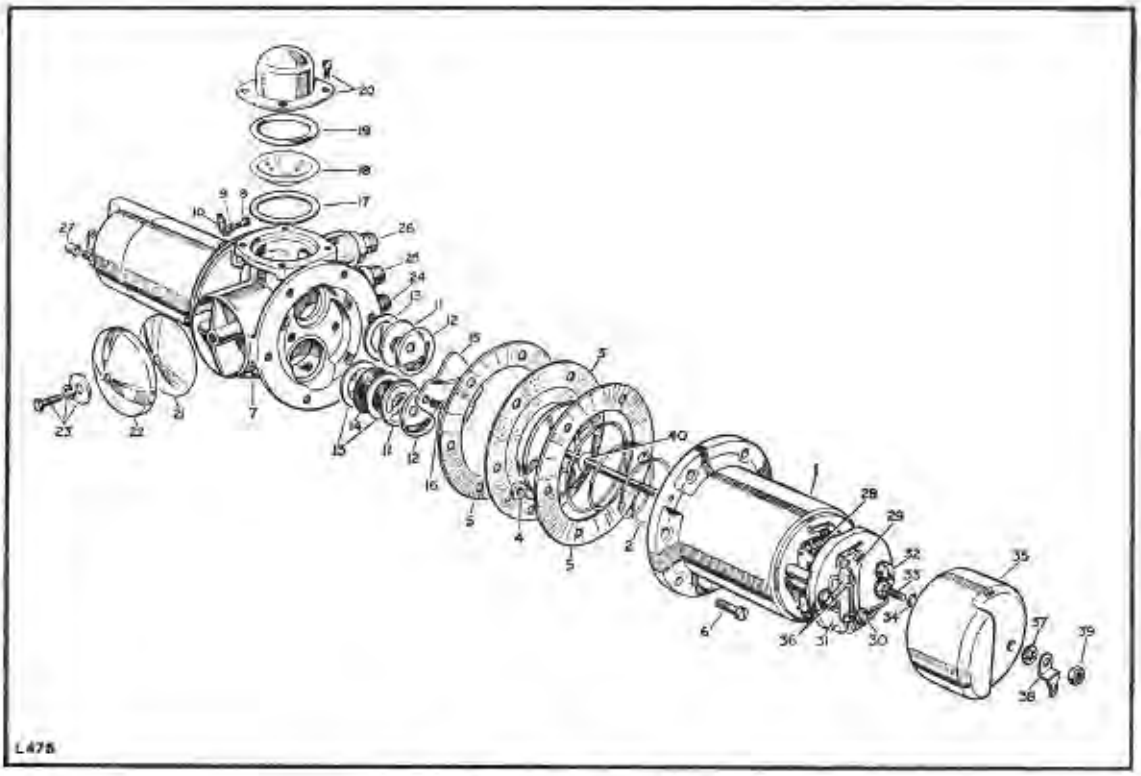

**Fig. L1-54. Double entry fuel pump**
**Pump body to assemble** (see Fig. L1-54)